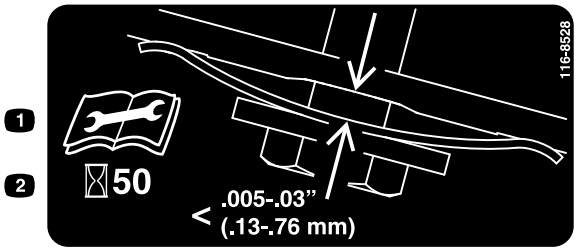

Figura 29
3. Sujete una galga ajustada a entre 0,13 y 0,76 mm contra el tabique y deslícela hacia abajo por detrás del muelle tensor de la correa; consulte Figura 29.